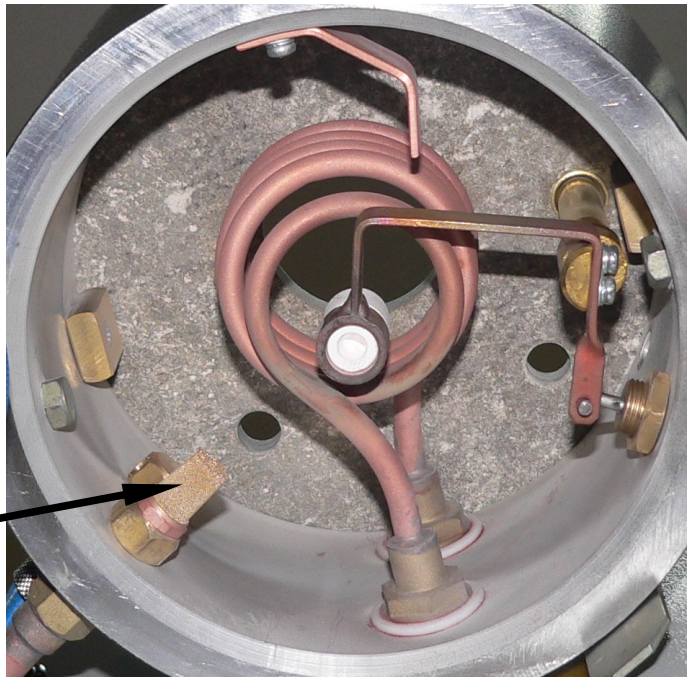

Рисунок 6. Размещение воздушного фильтра F1 в камере индуктора.
9.3 В нижней части камеры индуктора на входном патрубке установлен фильтр F1. Его засорение приводит к снижению скорости набора вакуума, поэтому по мере необходимости, но не реже одного раза в месяц, его необходимо очищать. Для этого необходимо открыть камеру опоки и выкрутить фильтр при помощи ключа на 12. Фильтр расположен слева от индуктора на уровне входного штуцера (см. рисунок 6). Снятый фильтр необходимо промыть спиртом или водой и продуть струей сжатого воздуха, после чего установить на место.